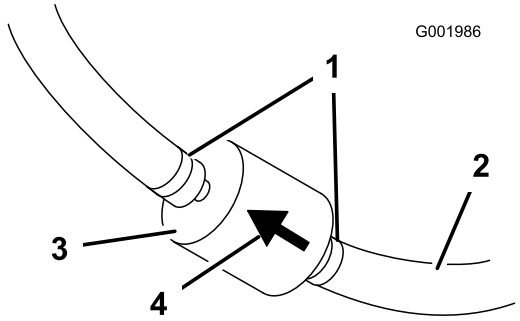

Figur 31
5. Klem slangeklemmernes ender sammen, og skub dem væk fra filteret (Figur 31).